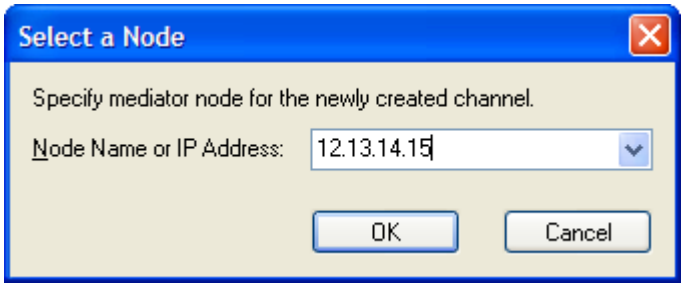

Figure L8.10: Selecting a Mediator Node for an Indirect Channel
4. Click the **Add TCP Channel** button in the **GenBroker Configurator** to create an **OPC over TCP/IP Channel**. You will be asked to define a **Mediator Node**, as shown in **Figure L8.10.** Enter the external IP address of the firewall, in this example **12.13.14.15**.